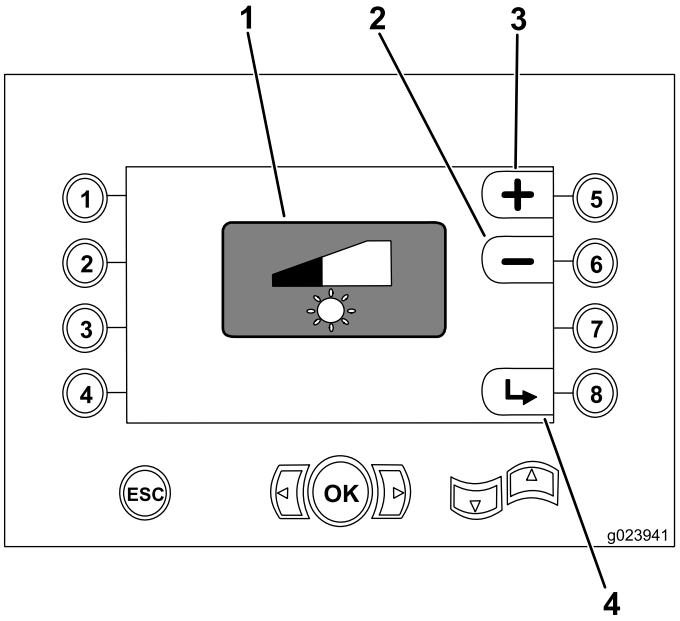

Figure 38
- Bouton 5 – Augmentation de la luminosité de l'affichage (Figure 38)
- Bouton 6 – Réduction de la luminosité de l'affichage (Figure 38)